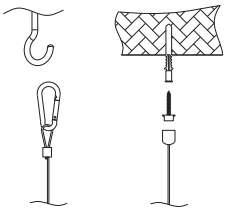

Figure 6
Step 1. Hang one end of the installation cable on the ceiling or hook (Choose accessories according to your needs) (Figure 6).